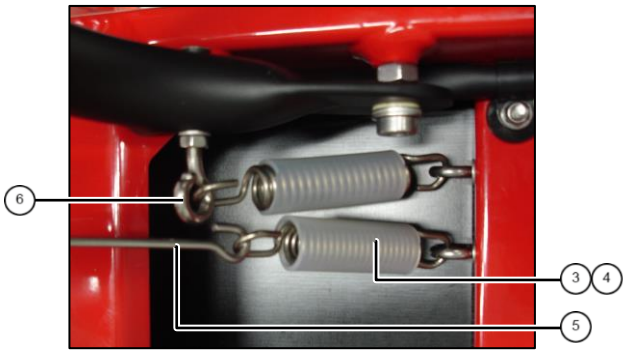

Abb. 5: Federn einhängen
2. Silikonschläuche ③ auf Federn ④ schieben. Federn mit geeignetem Haken ⑤ in Ösenschraube ⑥ einhängen (Abb. 5).